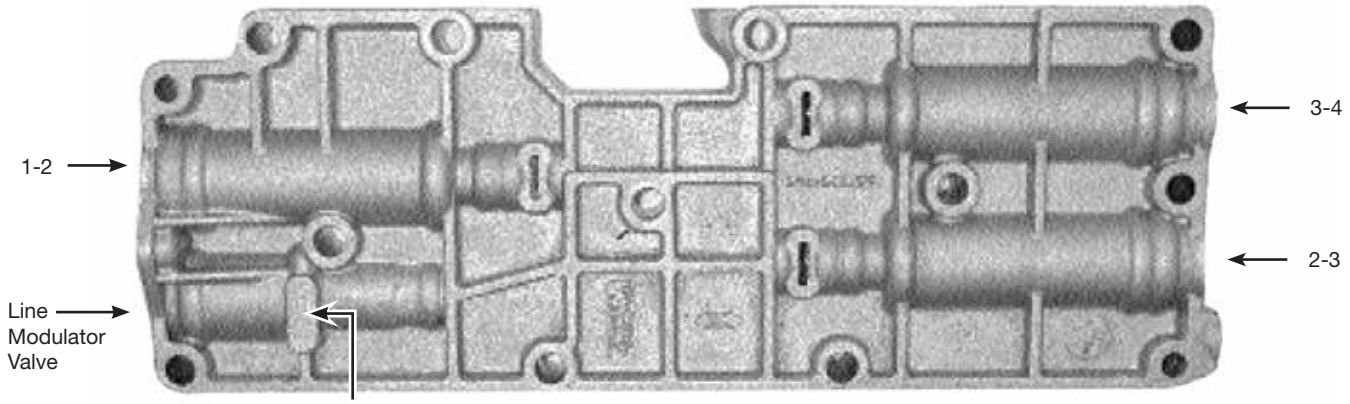

Figure 4
a. Increase the diameter of the line modulator valve (**Figure 4**).
Install a smaller diameter line modulator valve (**Figure 4**).